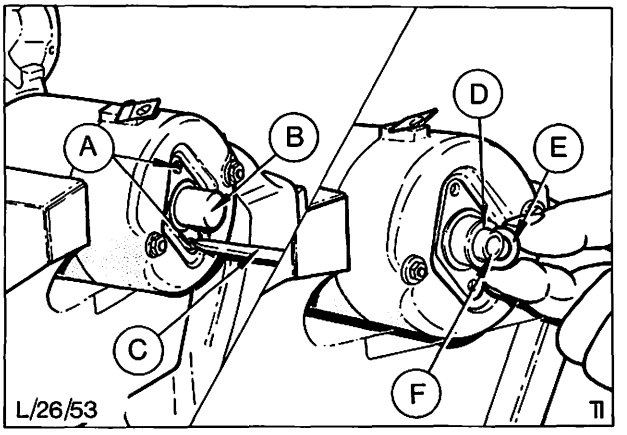

Abb. 83 A = Befestigungsschrauben – Schutzkappe
3. Beide Befestigungsschrauben der Schutzkappe am Kollektorlagerschild „A" in Abb. 83 entfernen und Kappe mit Gummidichtung abnehmen.
4. Fett von der Ankerwelle abwischen, dann U-Scheibe und Ausgleichscheiben vom Ende des Ankers abnehmen, Abb. 83.